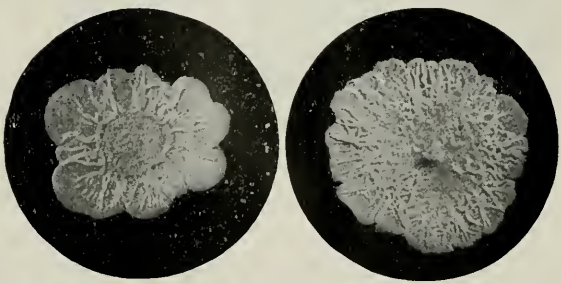

FIG. 9. PLATE CULTURES WITH CHARACTERISTIC GROWTHS.
considerably in arriving at a correct diagnosis. This culture method can go on through many generations, and though the first may be somewhat mixed—that is to say, contain more than one distinct organism—it is possible by sub-cultures to eventually obtain a perfectly pure culture of the organism concerned. Microscopical examination of these cultures from time to time will reveal the organism originally inoculated into the tube. They may be also grown on plates (Fig. 9). In order to prove that a micro-organism is the cause of a disease, it is necessary (1) that the organism in question, as recognised by its form, mode of growth, or products, be found constantly associated with the disease at least in the earlier stages and in sufficient numbers to account for the symptoms;